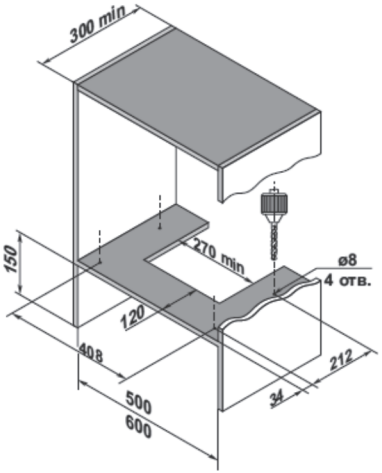

Рис. 2
2. Выполните отверстия в шкафу согласно эскиза. (Рис. 2)